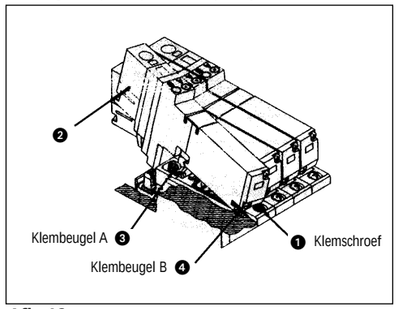

Afb. 19
Verwijderen van een magneetventiel (afb. 19)
Draai de klemschroef van het ventiel ❶ (afb. 19) los (borgschroef). Druk het ventiel op de klemschroef ❶ (afb. 19) omlaag en til de spoelzijde ❷ (afb. 19) een stukje omhoog van het ventielhuis. Verwijder het ventiel van het verdeelblok.
Vervangen van een magneetventiel (afb. 19)
Druk het ventiel op de klemschroef ❶ (afb. 19) omlaag. De klembeugel ❸ (afb. 19) gaat open. Voer de haak diagonaal in klembeugel B 4 (afb. 19) aan de eindplaatzijde van het ventiel.
Druk het ventiel naar beneden. Wanneer de klemschroef ❶ (afb. 19), vergrendelt het ventiel. Haal de klemschroef aan met het correcte aanhaalmoment: